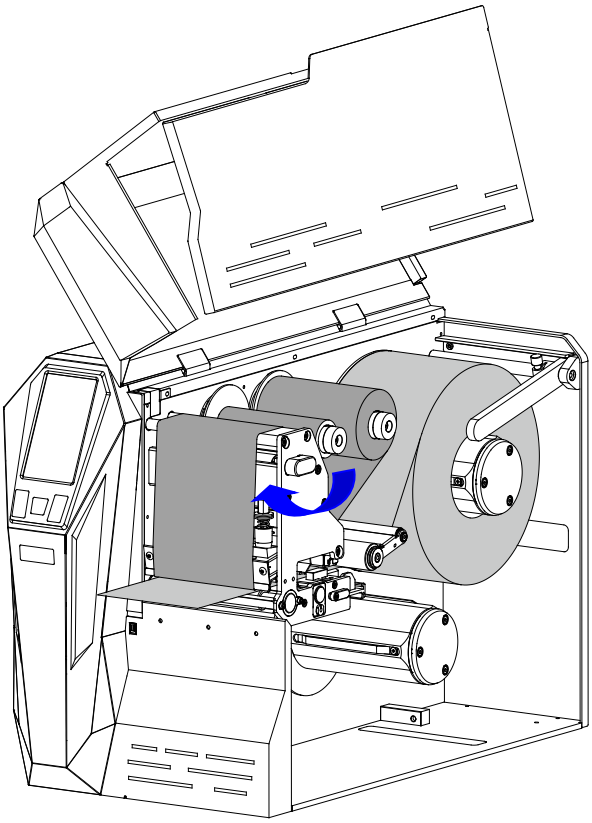

Figure 2-27 Lock the Printhead
5. Turn the Printhead Handle clockwise to lock the Printhead in place, as shown in Figure 2-27.